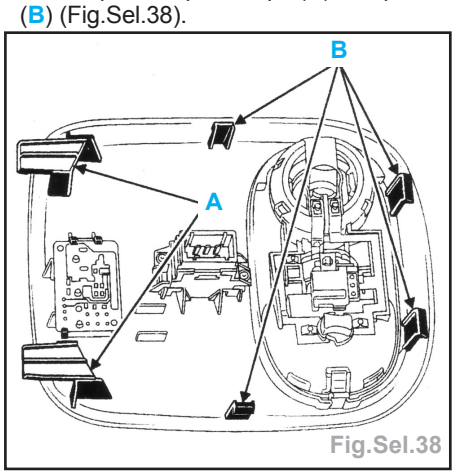

Fig.Sel.38
- La console est maintenue dans la garniture de pavillon par 4 clips (A) et 2 pattes (B) (Fig.Sel.38).